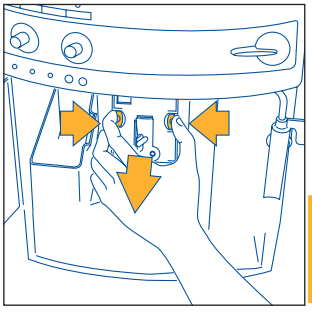

Fig.29
- appuyez de chaque coté et vers le centre sur les deux touches rouges de déblocage de l'infuseur (fig. 29) et tirez vers l'extérieur pour l'extraire ;